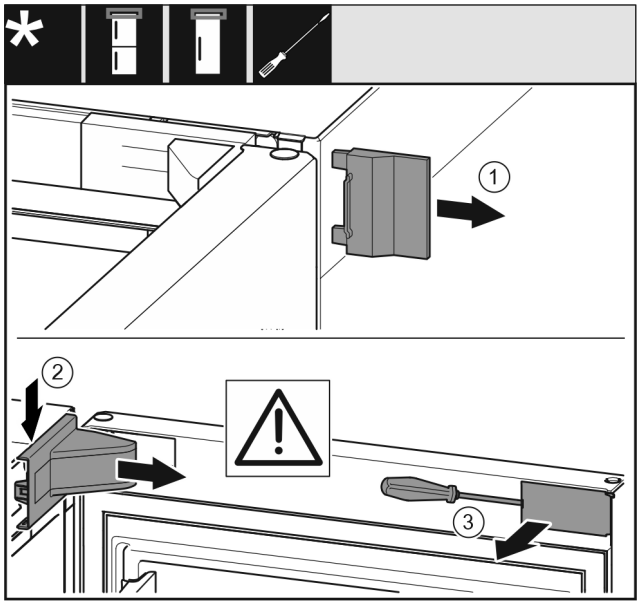

Fig. 6
▶ Remove the outer cover. *Fig. 6 (1)*
▶ Disengage and release the bearing bracket cover. Remove the bearing bracket cover. *Fig. 6 (2)*
▶ Unlatch the panel with a slotted screwdriver and swivel it to one side. *Fig. 6 (3)*